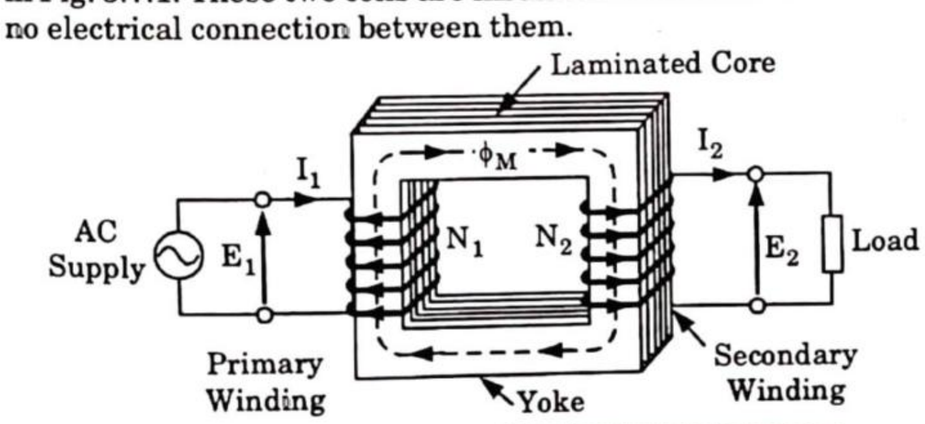

Fig. 3.7.1. Arrangements of a transformer.
1. Consider two coils 1 and 2 wound on a simple magnetic circuit as shown in Fig. 3.7.1. These two coils are insulated from each other and there is no electrical connection between them.
4. The mean path of this flux is shown in Fig. 3.7.1 by the dotted line.